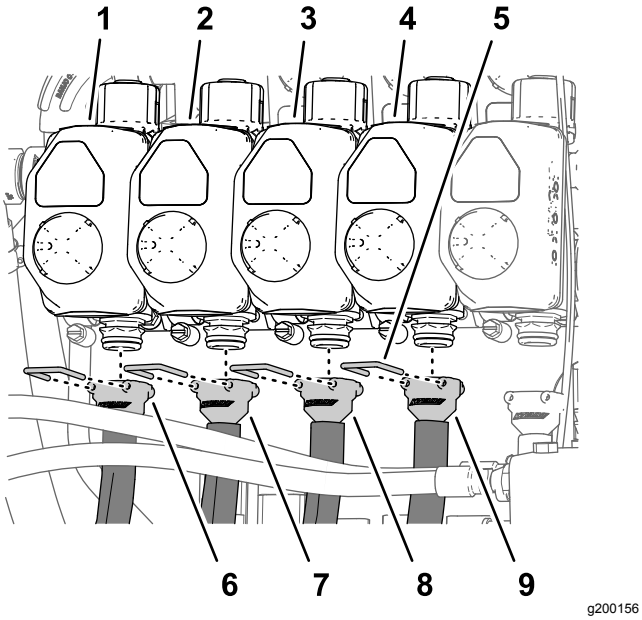
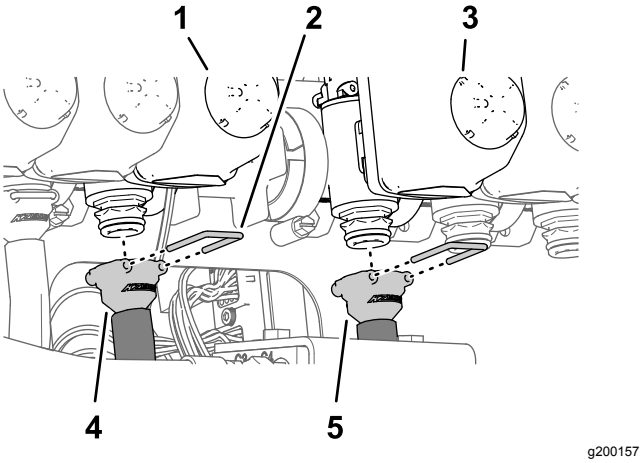

Figur 126
Figur 127
Bemærk: Se Figur 126 i Montering af slangerne på dyseventiler 1-4 (side 59), Figur 127 i Montering af slangerne på dyseventiler 5 og 6 (side 59) og Figur 128 i Montering af slangerne på dyseventiler 7-10 (side 60) for dyseventilpositioner.
1. Monter den lige fitting med modhager til en forsyningsslange 279 cm på koblingen for dyseventil 1 (Figur 126).
2. Fastgør fittingen med modhager på koblingen med en holder (Figur 126).
3. Monter den lige fitting med modhager til en forsyningsslange 234 cm på koblingen for dyseventil 2 (Figur 126).
4. Fastgør fittingen med modhager på koblingen med en holder (Figur 126).
5. Monter den lige fitting med modhager til en forsyningsslange 188 cm på koblingen for dyseventil 3 (Figur 126).
6. Fastgør fittingen med modhager på koblingen med en holder (Figur 126).
7. Monter den lige fitting med modhager til en forsyningsslange 188 cm på koblingen for dyseventil 4 (Figur 126).
8. Fastgør fittingen med modhager på koblingen med en holder (Figur 126).
1. Monter den lige fitting med modhager til en forsyningsslange 81 cm på koblingen for dyseventil 5 (Figur 127).
2. Fastgør fittingen med modhager på koblingen med en holder (Figur 127).
3. Monter den lige fitting med modhager til en forsyningsslange 81 cm på koblingen for dyseventil 6 (Figur 127).
4. Fastgør fittingen med modhager på koblingen med en holder (Figur 127).